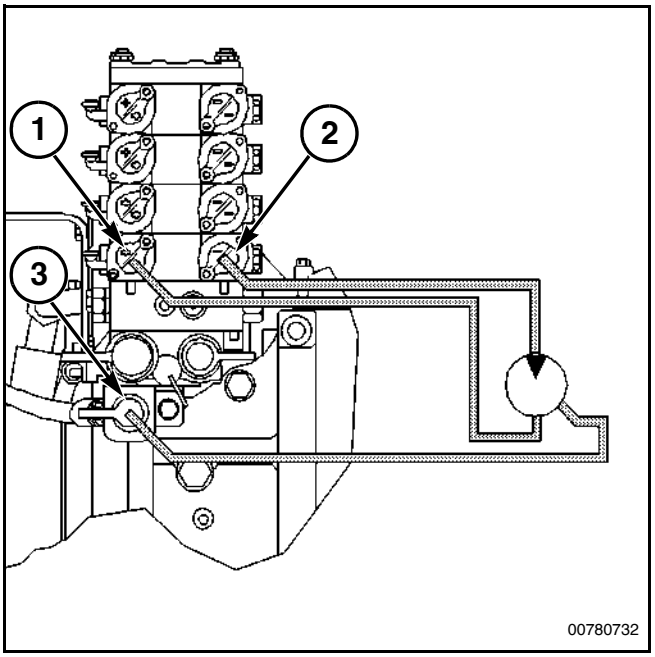

Рис. 167
Рис. 167: Подключение к гидравлическому клапану управления. Гидравлические моторы можно подключать в любому из гидравлических клапанов управления. Подсоедините шланг высокого давления к разъему - (2). Подсоедините обратный шланг к муфте +(1).